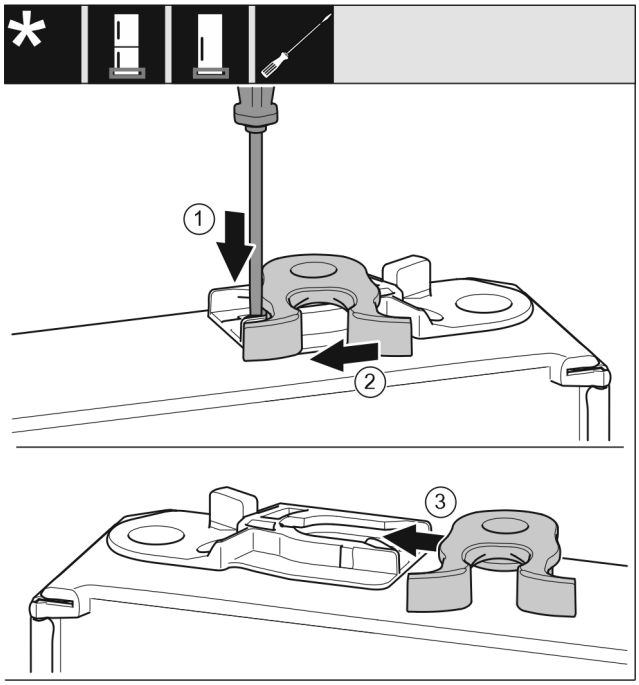

Fig. 18
- ▶ Прижмите накладку *Fig. 18 (1)* шлицевой отверткой вниз.
- ▶ Выведите запорный крючок *Fig. 18 (2)* из направляющей.
- ▶ Вставьте запорный крючок *Fig. 18 (3)* в направляющую с другой стороны.